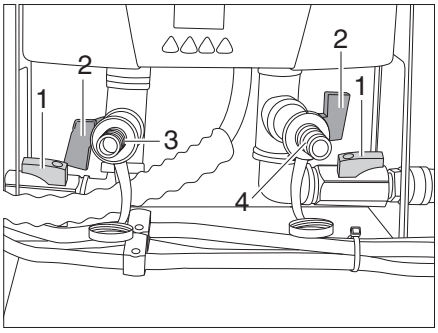

Fig. 185 Instantaneous water heater
- Close the black valves (Fig. 185,1).
- Connect the additional drain hose which leads to the outside to the left-hand connection (Fig. 185,3).
- Connect the compressed air to the right-hand connection (Fig. 185,4) of the instantaneous water heater (cold water end).
- Open the red drain valves (Fig. 185,2).